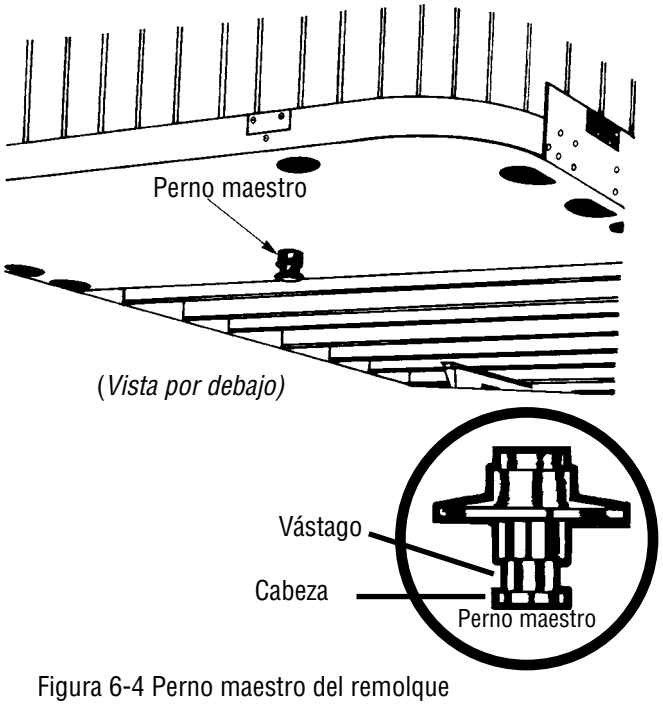

Figura 6-4 Perno maestro del remolque
- Asegúrese que las mandíbulas de la quinta rueda estén cerradas alrededor del vástago del perno maestro. (Figura 6-4)